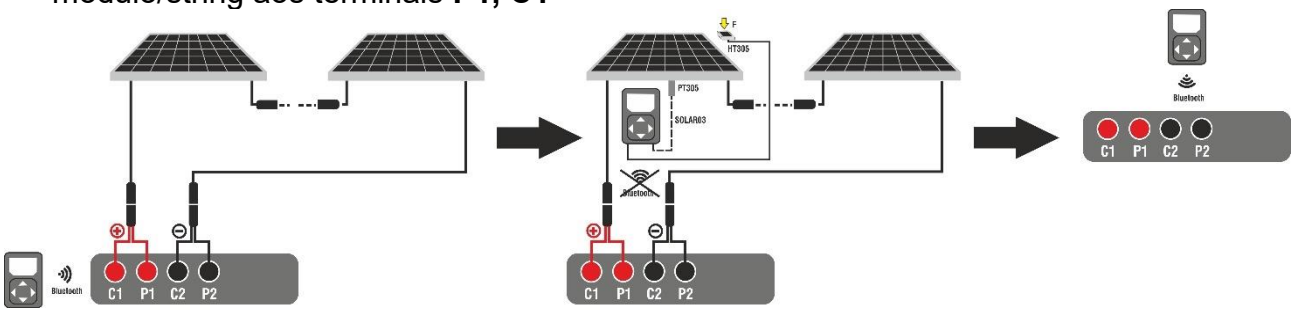
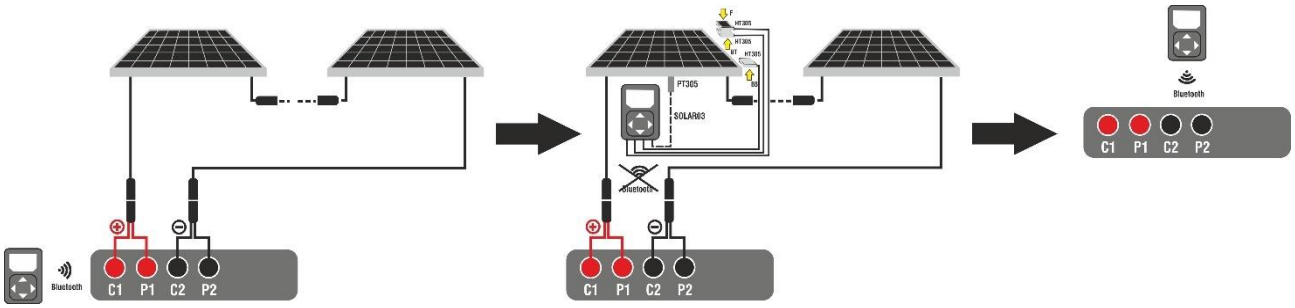

Fig. 70: Uso do instrumento com SOLAR03 em registo síncrona em módulos Monofaciais
Fig. 71: Uso do instrumento com SOLAR03 em registo síncrona em módulos Bifaciais
2. Conecte o instrumento ao módulo/string em teste conforme mostrado na Fig. 70 (Módulos **Monofaciais**) ou Fig. 71 (Módulos **Bifaciais**). Em particular, conecte o pólo negativo que sai do módulo/string aos terminais **P2, C2** e o pólo positivo que sai do módulo/string aos terminais **P1, C1**
3. Aproxime a unidade remota SOLAR03 do instrumento conforme mostrado na Fig. 70 ou Fig. 71 – lado esquerdo
8. **Aproxime a unidade remota dos módulos** e ligue as sondas de radiação y temperatura (se necessária) como mostrado na Fig. 70 ou Fig. 71 – lado central. Em particular:
- **No caso de módulos Monofaciais**→ colocar a célula de referência **HT305** no plano frontal do módulo (F) e na entrada "**INP1**" e eventualmente a sonda de temperatura **PT305** na entrada "**INP4**" da unidade remota
- **No caso de módulos Bifaciais** → Colocar as **3 células de referência HT305** no plano frontal do módulo (F), na parte superior traseira (**BT**=**B**ack**T**op) e na parte inferior traseira (**BB**=**B**ack**B**ottom) do módulo. Ligar a célula de referência frontal (**F**) à entrada "**INP1**", a célula de referência BT à entrada "**INP2**", a célula de referência BB à entrada "**INP3**" e, **se necessário**, a sonda de temperatura **PT305** à entrada "**INP4**" da unidade remota
18. **No final da sessão de teste**, desligue a unidade remota SOLAR03 e volte a colocá-la nas proximidades do instrumento (ver Fig. 70 ou Fig. 71 – lado direito) e verifique a reconexão automática com ele